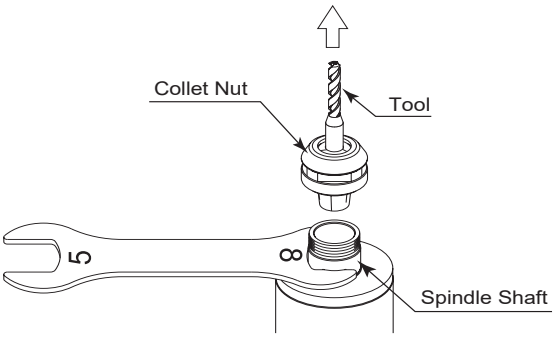

Fig. 10
① Remove the tool according to the section "8. CHANGING THE TOOL" procedure above and remove collet nut assembly (Fig. 10).